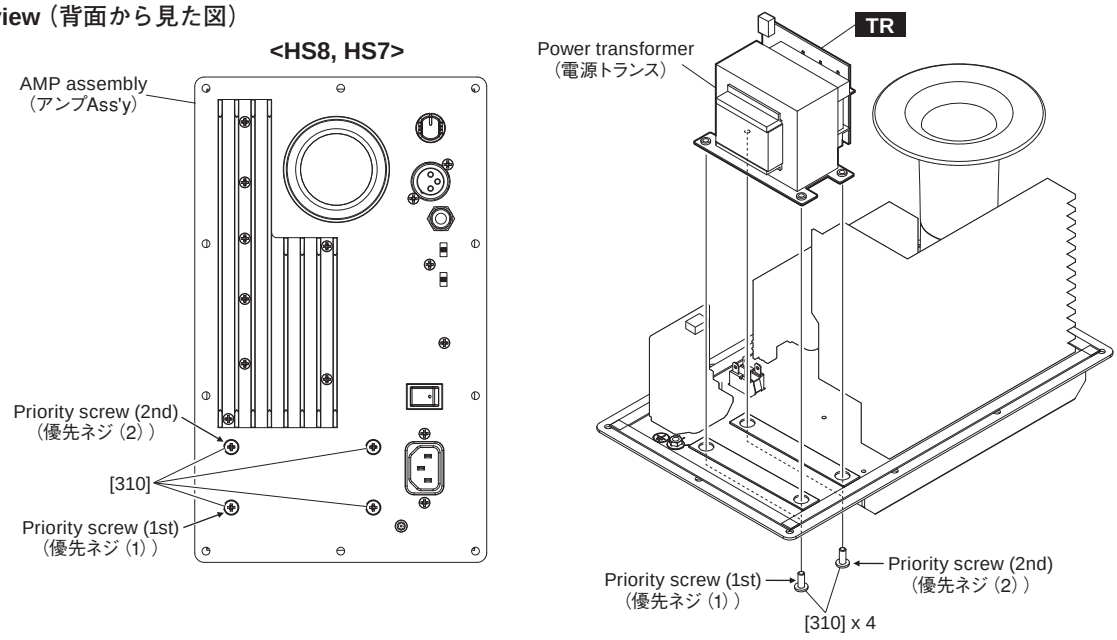
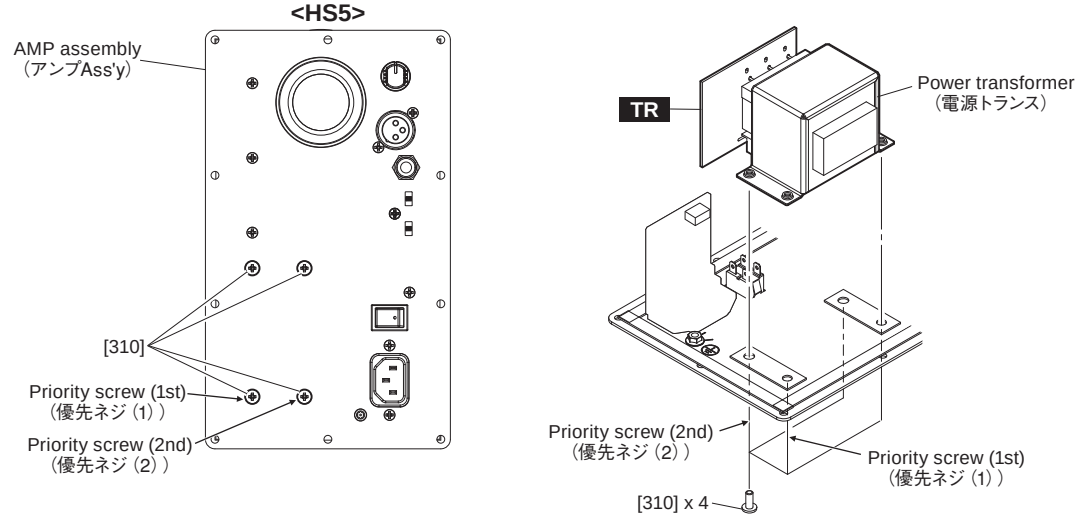

Fig. 9-1（図9-1）
Fig. 9-2（図9-2）
7-1 Remove the four (4) screws marked [310]. The TR circuit board can then be removed together with the power transformer. (HS8, HS7: Fig. 9-1)(HS5: Fig. 9-2)
（HS8, HS7：図 9-1）（HS5：図 9-2）